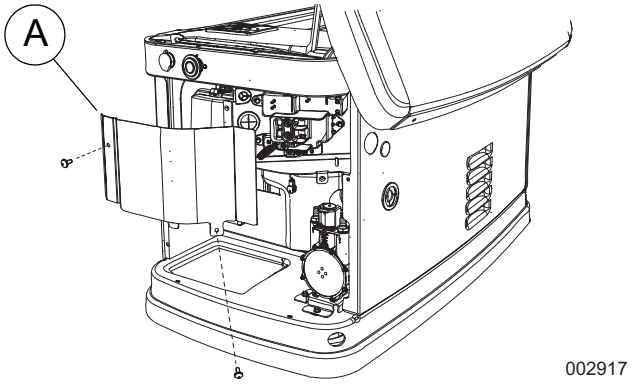
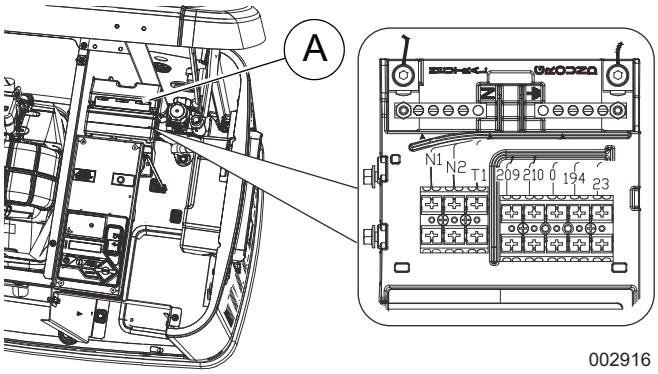

Рисунок 1. Снятие крышки панели клиентских соединений (изделия, изготовленные с 2016 г. до настоящего времени)
Рисунок 2. Снятие крышки панели клиентских соединений (устройства 2013–2015 гг.)
7. См. ***Рисунок 1 или Рисунок 2.*** Снимите крышку панели клиентских соединений (A).